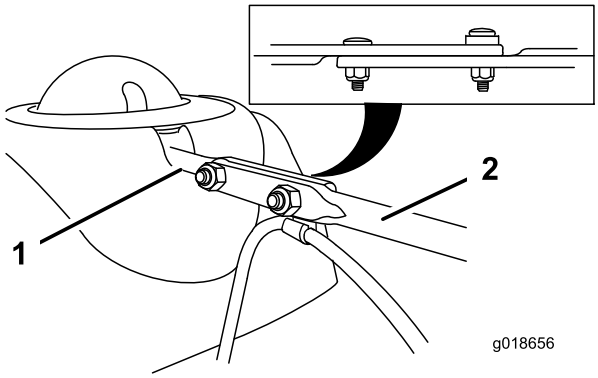

Figur 14
3. Ret den flade ende af den lange sliskekontrolstang ind efter den flade forende af den korte stang, der går ud fra kontrolpanelet, således at de passer ind i hinanden (Figur 14).